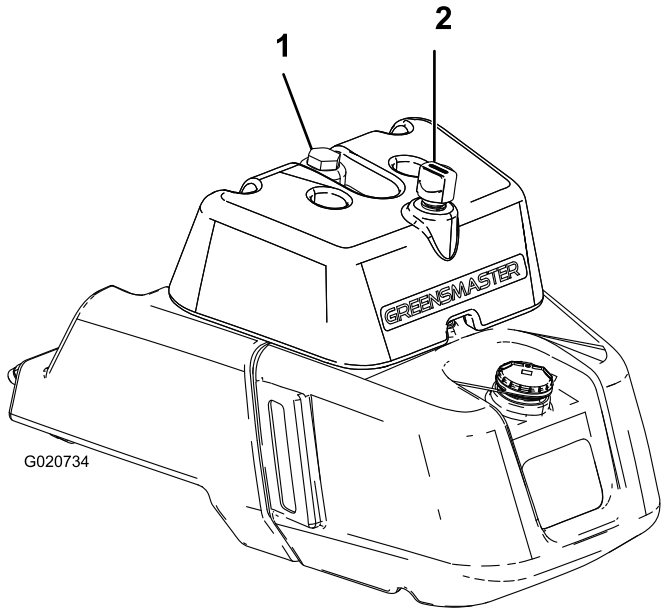

Figuur 24
2. Verwijder de dop van het reservoir (Figuur 24).